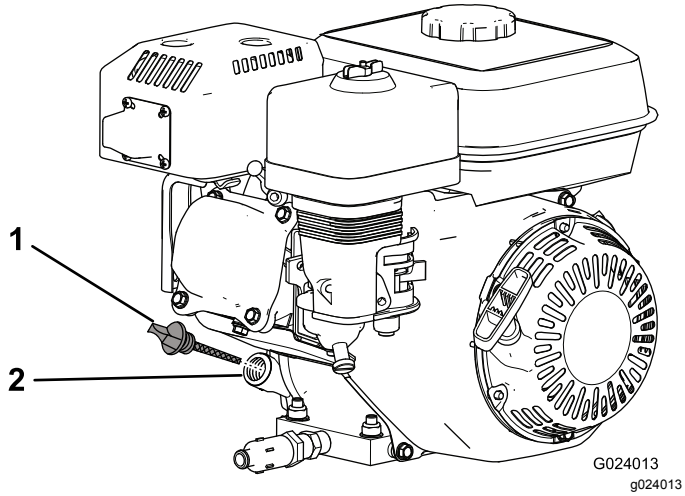

Figur 17
2. Slå av motoren, vent til den er avkjølt, og rengjør området rundt oljelokket/peilestaven (Figur 17).